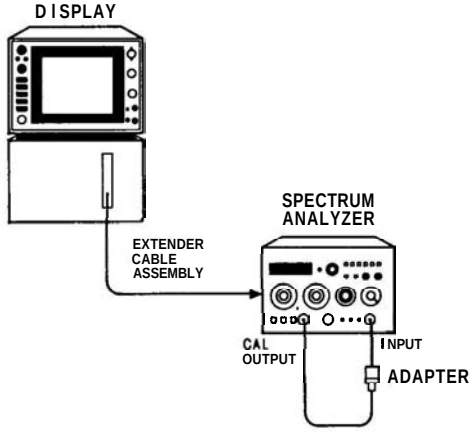

FIGURE 5-4. 1-dB OFFSET ADJUSTMENTTEST SETUP
2. Connect equipment as shown in Figure 5-4.